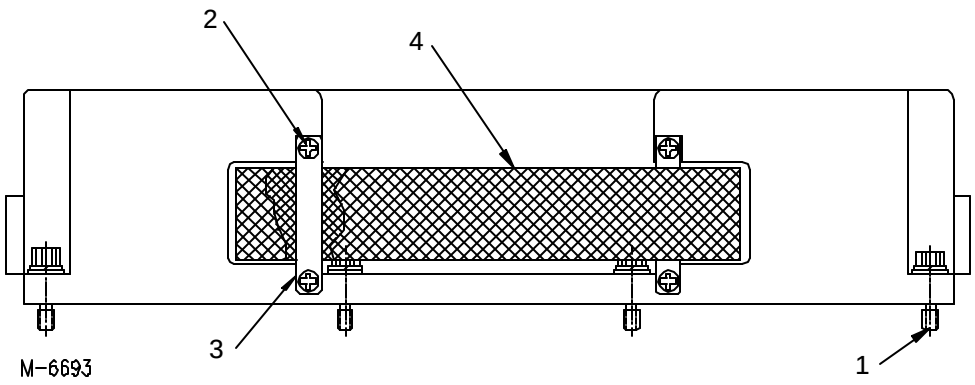

Figure 3-66. CPDU Cover Assembly, P/N AM6706693-0
Refer to Figure 3-66. The following general repair requirements apply to the repair of the CPDU Cover Assy.
c. Refer to Figure 3-66. Disassemble CPDU Cover Assy as follows:
d. Loosen two screws (2) securing each of the two strap holders (3).
e. Remove two strap holders (3) and strap (4) from CPDU Cover.
Refer to Figure 3-66. Assemble CPDU Cover Assy as follows: